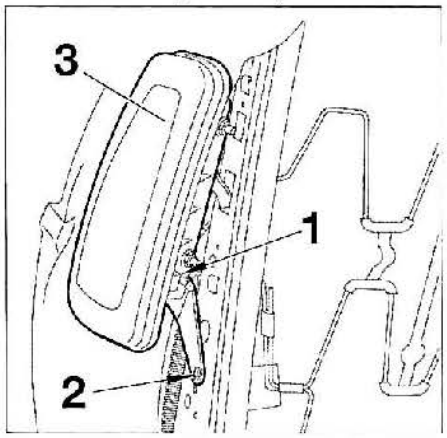

FIG. 4
. Desconectar el conector (1) **(fig. 4)**